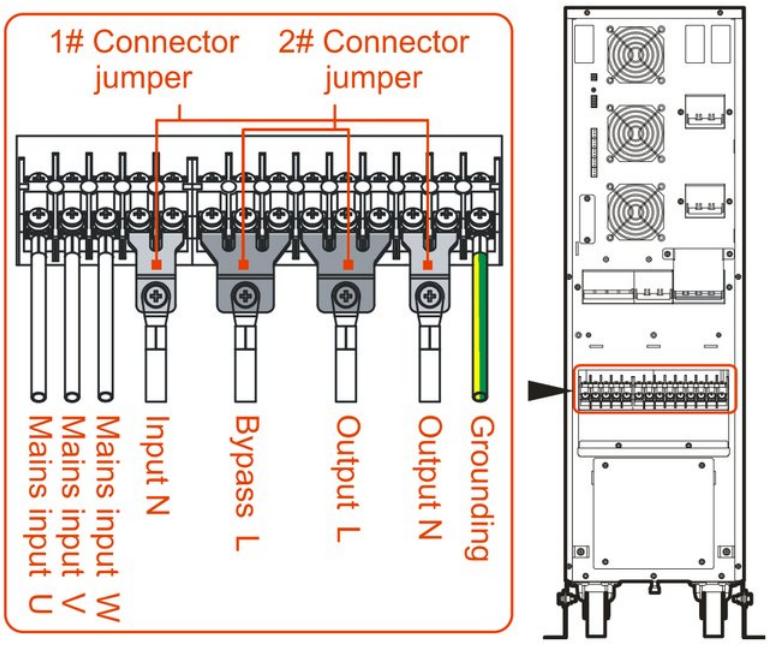

FIGURA 3-12 Ponticelli a connettore e schema di collegamento della modalità 31
- Modalità 31 Prendere una coppia di ponticelli a connettore 1# e 2# (accessori opzionali) e montarli sui morsetti dell'UPS (come illustrato nella Figura 3-12). Collegare quindi i cavi ai morsetti corrispondenti secondo lo schema di collegamento.